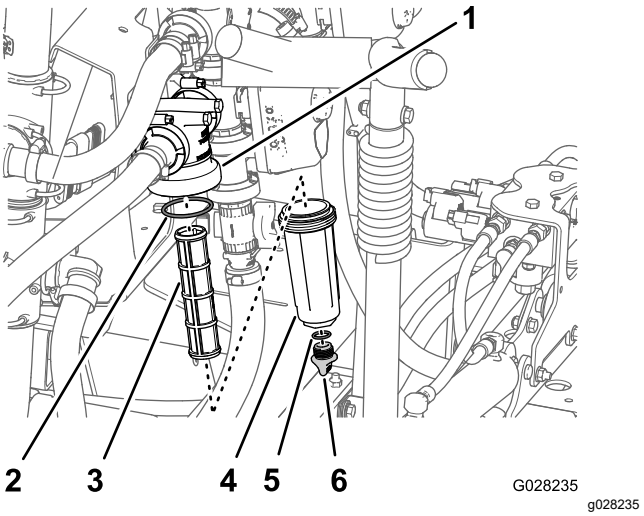

**Bild 56**
2. Stellen Sie eine Auffangwanne unter den Druckfilter (Bild 56).
3. Drehen Sie die Ablasskappe nach links und nehmen sie von der Glocke des Druckfilters ab (Bild 56).
4. Drehen Sie die Glocke nach links und nehmen den Filterkopf ab (Bild 56).
5. Entfernen Sie den Druckfiltereinsatz (Bild 56).
7. Prüfen Sie die Dichtung für die Ablassschraube (in der Glocke) und die Dichtung für die Glocke (im Filterkopf) auf Beschädigungen und Abnutzung (Bild 56).
8. Setzen Sie den Druckfiltereinsatz in den Filterkopf ein (Bild 56).
9. Befestigen Sie die Glocke am Filterkopf und ziehen sie mit der Hand an (Bild 56).
10. Befestigen Sie die Ablassschraube am Anschlussstück unten an der Glocke und ziehen sie mit der Hand an (Bild 56).